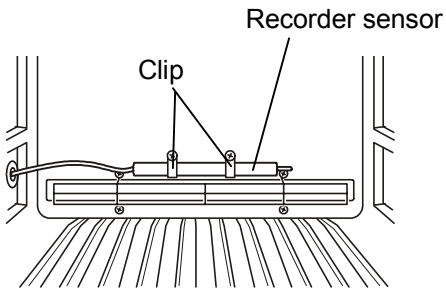

Fig. 6
5. Fix the recorder sensor to the attachment hole on the back side of the refrigerator by using the large clips enclosed with the recorder fixture (MPR-S30). [Fig. 6]